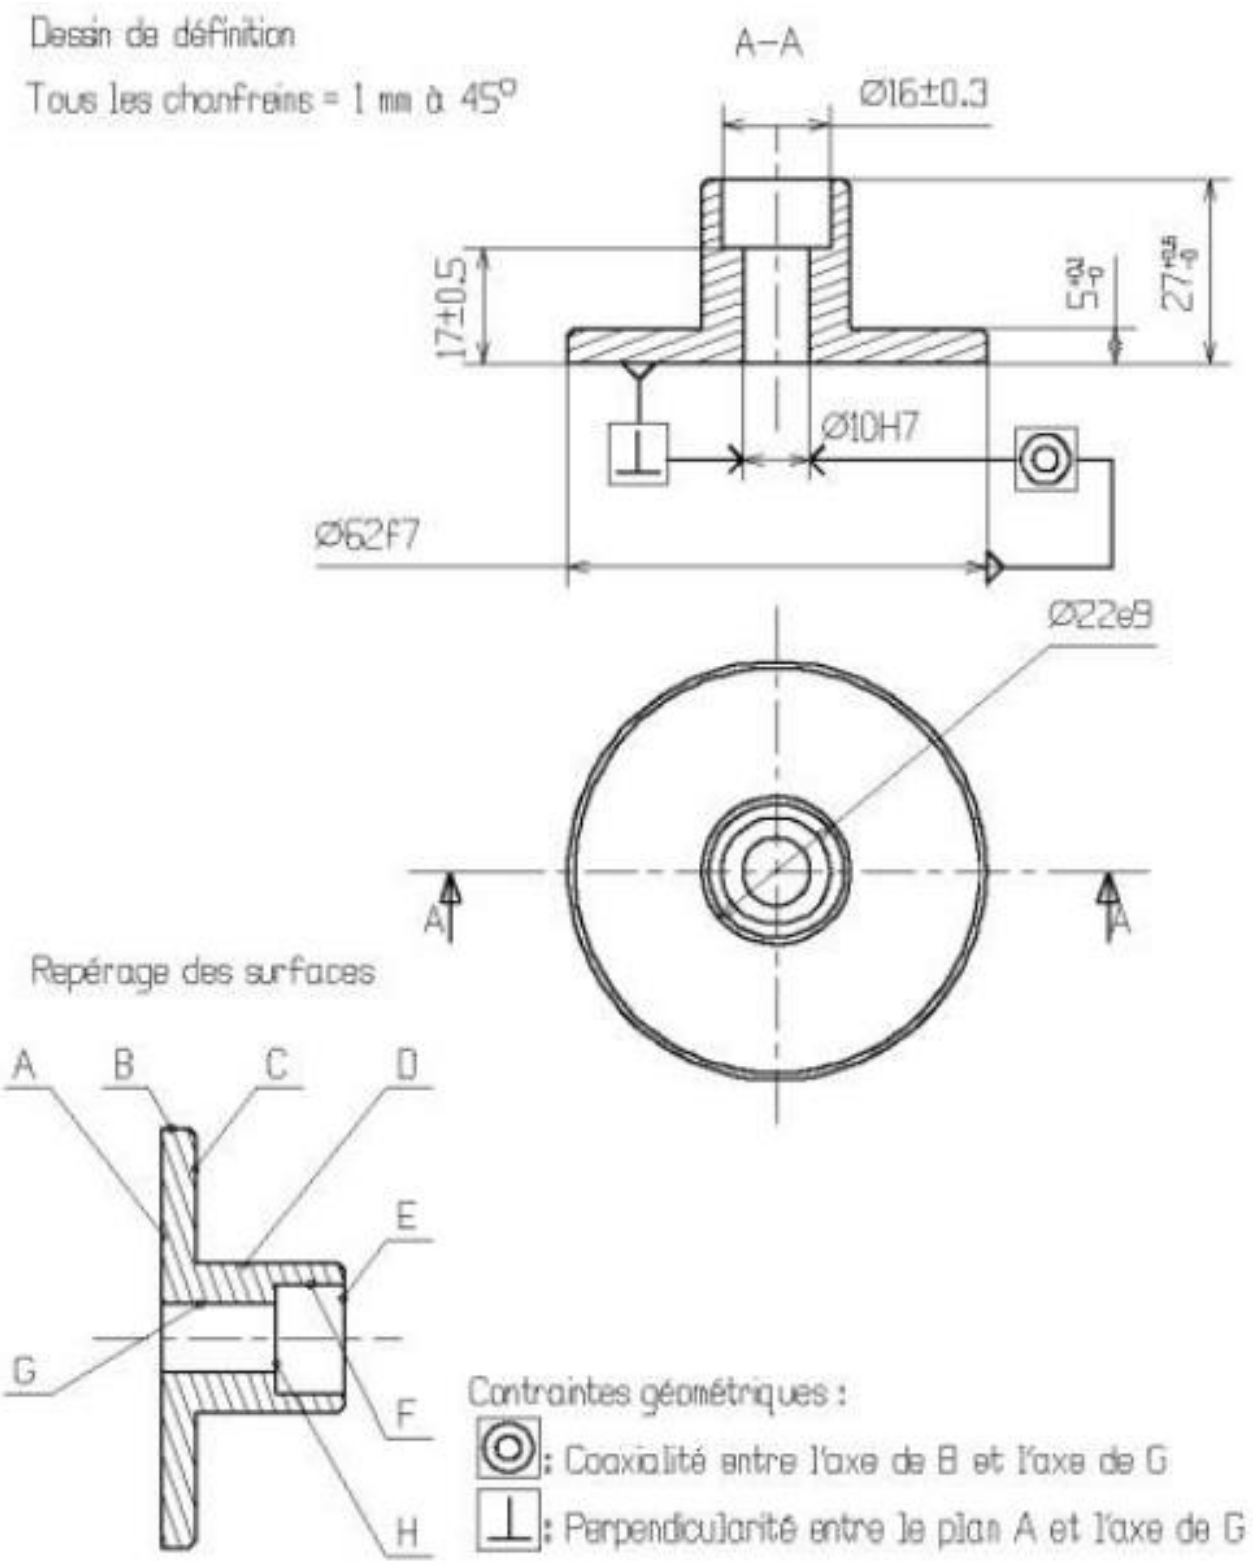

Figure 2 : Pièce à usiner
2.5 Etablir la gamme de l'usinage de la pièce décrite sur la figure 2 ci-dessous à partir d'un brut de diamètre 65 mm. Pour cela compléter dans les cadres prévus sur la figure 3, les parties opérations et outils et réaliser les dessins manquants :